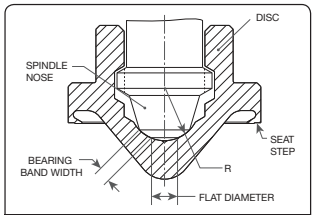

Figure 12: Disc to Spindle Lapping
e. The spindle nose should be ground into the disc pocket until the bearing is clearly marked. The band position is shown in Figure 12.